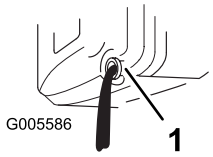

Figuur 19
6. Kantel de maaimachine op de **linkerzijkant**, zodat de olie loopt in de opvangbak loopt. (Figuur 19).